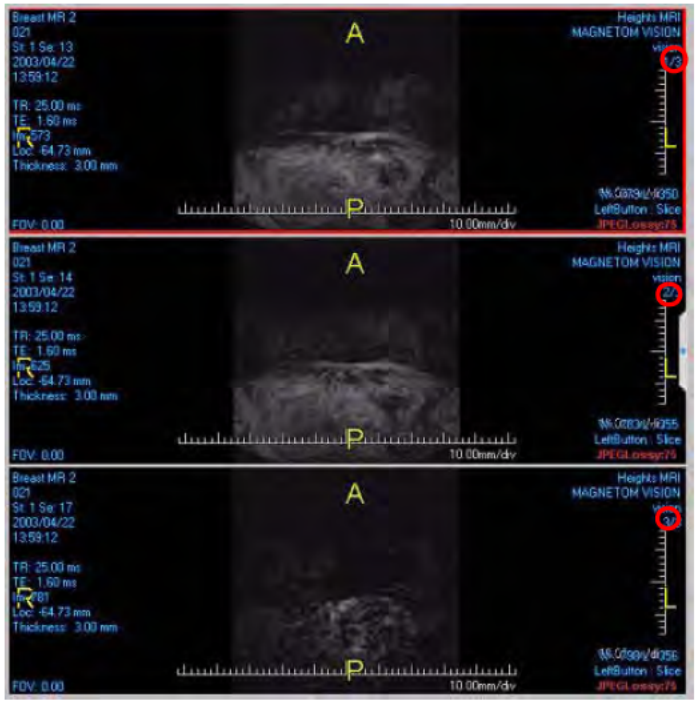

Figure 10-2: Images labeled 'n of N', circled in red
3. The top right corner of each image shows the label ‘n of N’, for example, 1/3, referring to image ‘1’ out of 3 images, as circled in Figure 10-2 on page 10-2.